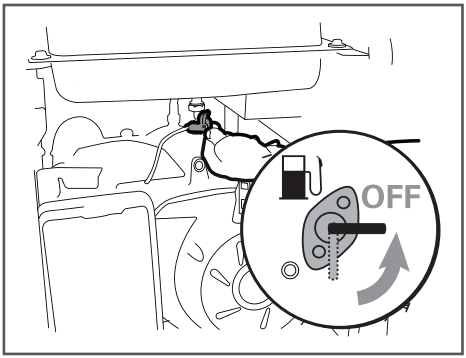

Рис. 18 Закрытие топливного крана
4. Закройте топливный кран переводом рычага в горизонтальное положение (Рис. 18).